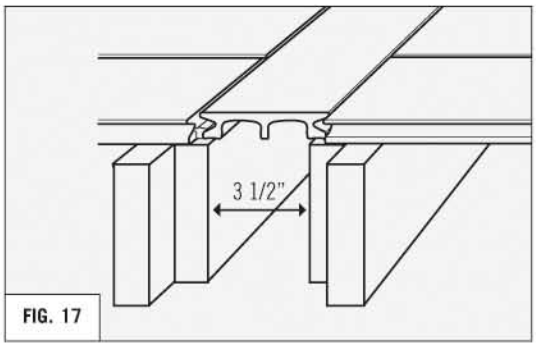

FIG. 17
- Install perpendicular decking next. Toe screw each board in the middle with a single screw. To achieve the smallest possible gaps with the breaker board, the center leg on the ends of the perpendicular deck boards can be removed with a handsaw and chisel to slide over the Wing-clip. Remove a maximum of 1" of the center leg from the end of the deck board. **(REFER TO FIG. 17 & 18A)**. As an alternative, the Wing-clip can be trimmed down to fit between the foot and the center leg of the board. **(REFER TO FIG. 18B)**